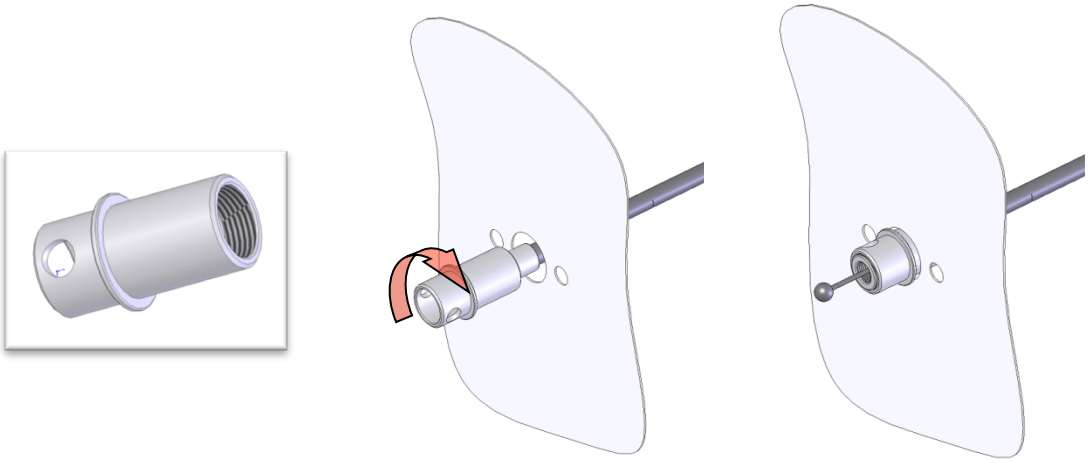

Fig. 24
**Fase 2**: Applicare la bussola forata e avvitarla completamente sul raccordo (fig.24).